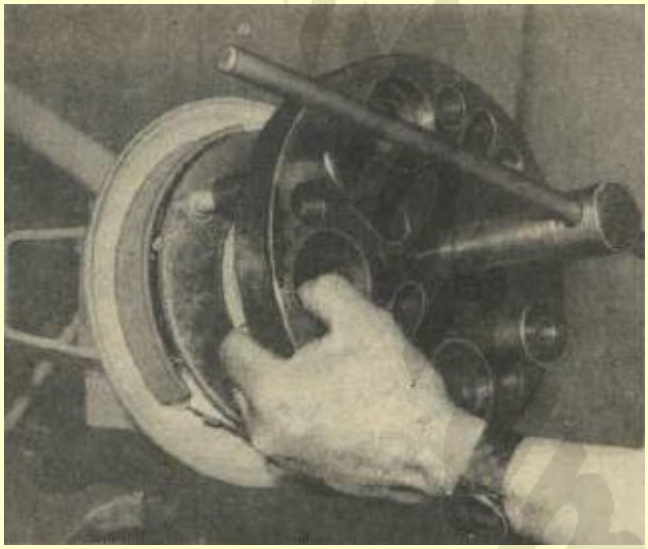

Bild 4.56. Vorrichtung zum Abziehen der Radnabe
- Aufsetzen des Radnabenabziehers auf die Radbolzen und Befestigen durch zwei Radmuttern, Abziehen der Radnabe (Bild 4.56).